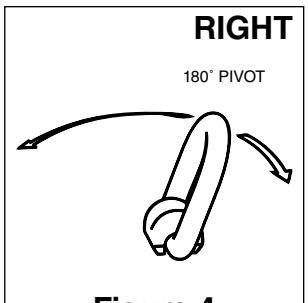

Figure 4
- Never apply load except in line with the pivot direction (Figure 4).